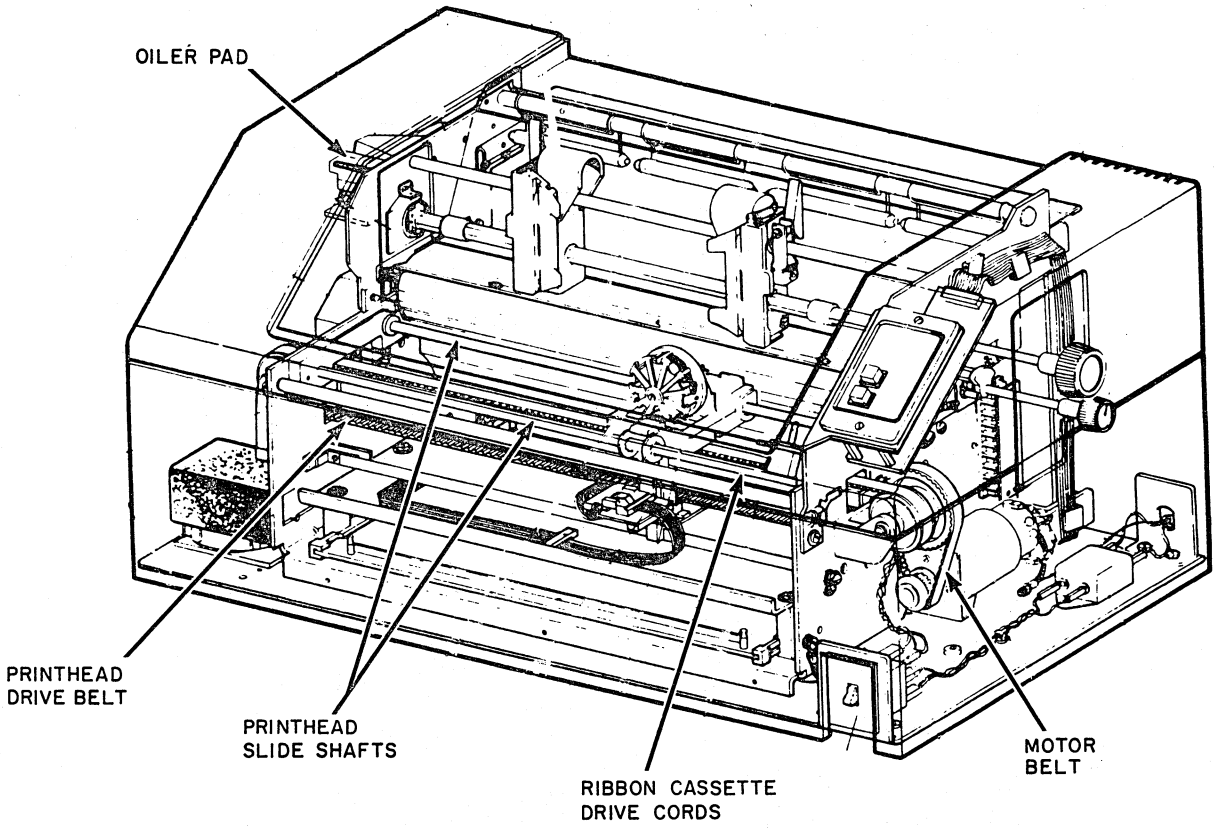

Figure 6-1. Printer Check Items
2.1) Apply three or four drops of oil (CDC part number 95370201) in hole at top of oiler pad (figure 6-1).
The following paragraphs describe the decision tables in greater detail. Anyone not familiar with the format and structure of diagnostic decision logic tables should read the following paragraphs and study the sample table in figure 6-1 carefully before attempting to use the decision tables later in this section. Also, anyone using decision tables for the first time should always start at the beginning of the tables and continue through to the end.
The diagnostic decision logic table is a specialized format for displaying logic in a way that is superior to the conventional logic flowchart because the logic is more visible. The DDLT analyzes a situation down to a set of specific conditions and then directs the customer engineer to those actions that will correct the situation. Basically, the table is arranged in four sections, or quadrants: the Conditions quadrant, the Situations quadrant, the Sequence quadrant, and the Actions quadrant. Figure 6-1 illustrates the layout of a diagnostic decision logic table; the sample table is for purposes of illustration only and is not a table from this terminal subsystem.
Starting from the top, each table has a title. The title for the DDLT in figure 6-1 for example would be, Table CR1. DDLT for Card Reader (Sheet 1 of 1). Next the table has an entry (Visual Checks in sample table) indicating the kind of test that the table covers. Next the table has an Assume block. This block contains setup information or information that is prerequisite to performing the rest of the test contained in the table. The remainder of the table consists of the quadrants noted previously; these quadrants are used in a clockwise direction, starting from the conditions quadrant.